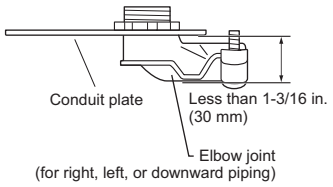

Fig. 2
5) Attach conduit pipe (for rear piping) / elbow joint (for right, left, or downward piping) to conduit plate with lock nut. The thread of the installed conduit pipe / elbow joint appearing inside should be less than 3/8 in. (10 mm). (Fig. 1) Elbow joint should appear less than 1-3/16 in. (30 mm) outside. (Fig. 2)